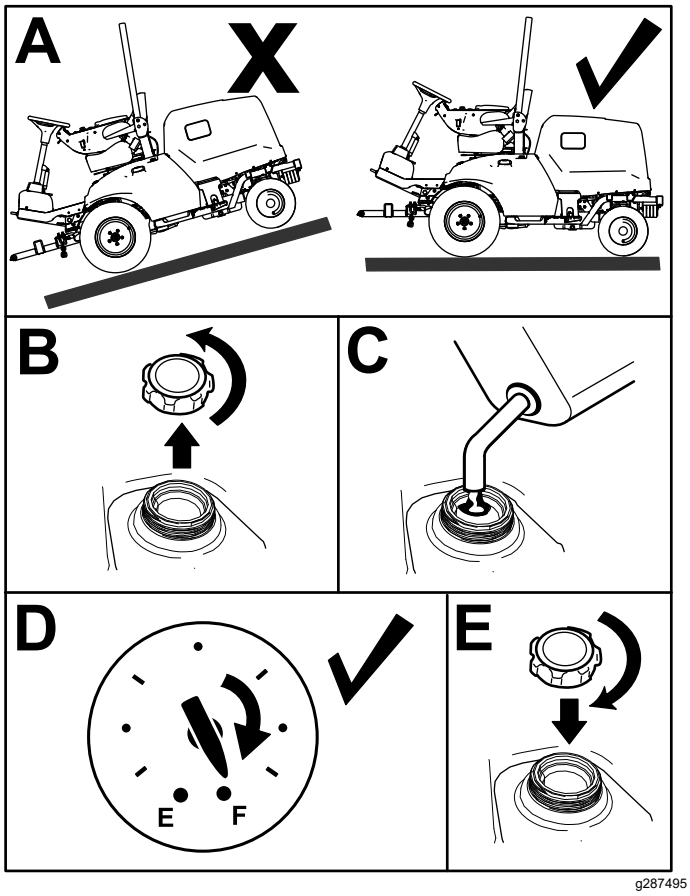

Figura 29
1. Aparque la máquina en una superficie nivelada (Figura 29), ponga el freno de estacionamiento, apague el motor y retire la llave